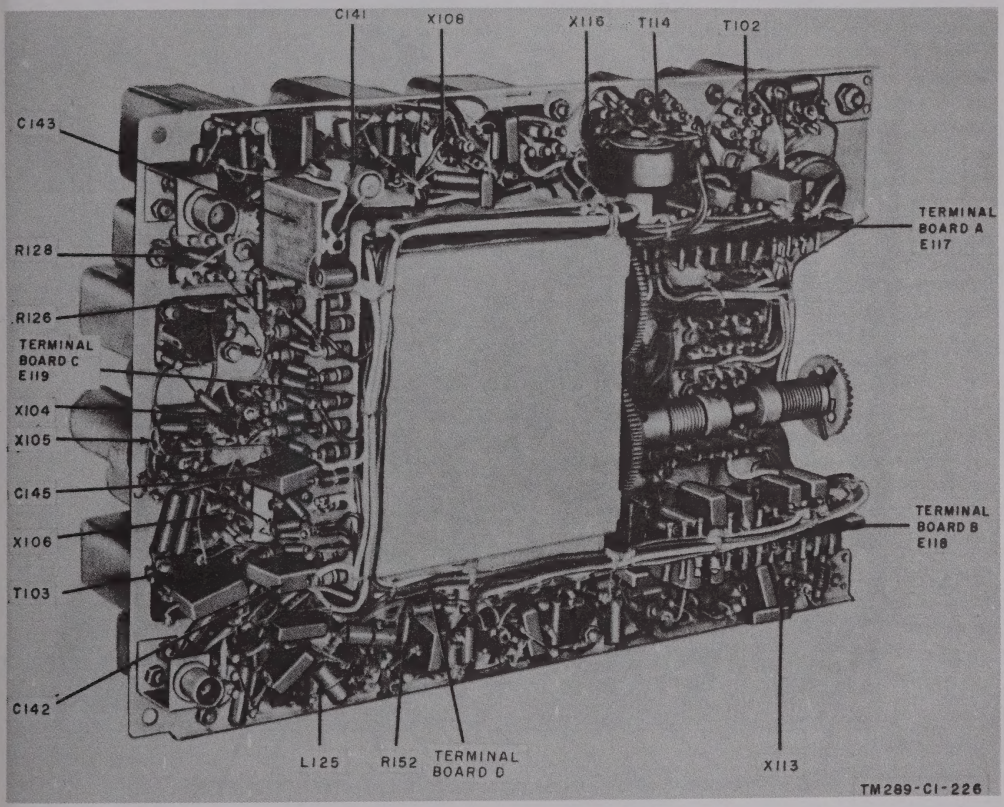

Figure 57. I-f chassis, wiring side, oblique view of rear edge, for early models.
(6) Inspect terminal boards A, B, C, and D for loose connections, cracks, and breaks (fig. 57). Check the seating and condition of interchassis connectors P306, P307, and P308 (fig. 6).